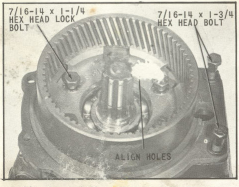

Fig. 23 Bolting Reduction Unit Adapter
5. Remove the six nylock bolts and lock washers and stationary gear plate and ring gear assembly as shown in (Fig. 23).
15. Install the parts assembled in steps 10 and 11, locating hub of the stationary gear plate in bearing pilot bore of the reduction unit adapter (Fig. 23).
16. Install the six 7/16-14 x 1-1/4 nylock bolts and 7/16 lock washers (Fig. 23). Install the two 7/16-14 x 1-3/4 hex head bolts to insure alignment of all bolt holes. Tighten evenly to specified torque the nylock bolts and then remove the two 7/16-14 x 1-3/4 hex head bolts.